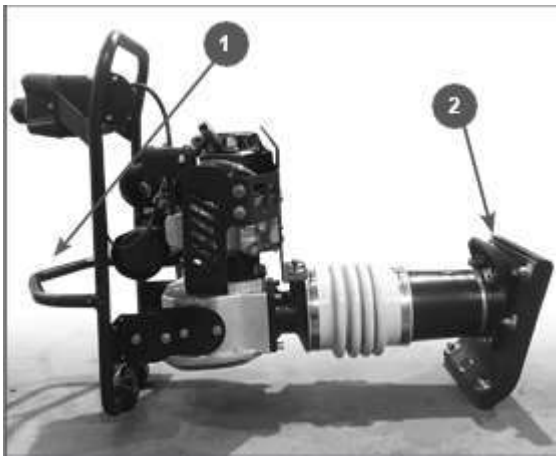

Рис.21 - Транспортирование в горизонтальном положении
4. Измерьте зазор между электродами свечи зажигания специальным щупом. Зазор должен быть 0,7-0,8 мм (Рис. 21). При увеличении или уменьшении требуемого зазора рекомендуется заменить свечу, так как регулировка зазора может привести к изменению качества искрообразования.
Если зафиксировать вибротрамбовку в вертикальном положении невозможно, закрепите устройство на транспортном средстве так, чтобы оно не перевернулось, не упало и не скатилось. Уложите вибротрамбовку так, чтобы двигатель был сверху (Рис. 21), и привяжите ее к транспортному средству за раму и рабочий цилиндр. Вибротрамбовку следует привязывать поперек рабочего цилиндра между трамбующим башмаком и смотровым отверстием для контроля уровня масла.
Перенос вибротрамбовки к новому участку работы осуществляется за транспортировочную скобу 1 и транспортировочную рукоятку 2 (Рис. 21).